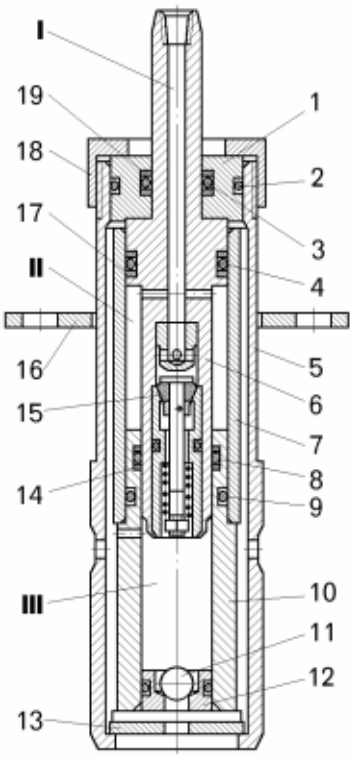

Рисунок 8.1.9 – Насос:
– закрепить насос в приспособлении за наружную поверхность корпуса 5 (рисунок 8.1.9), обеспечив его надежное крепление;